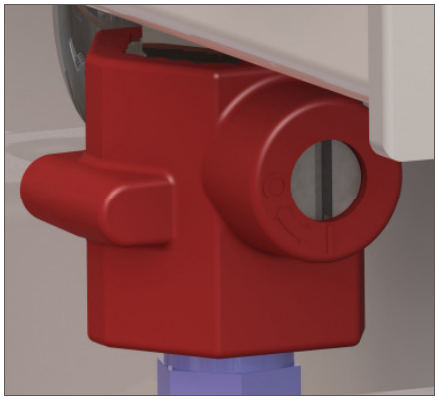

Figure 8.2.2: Ball valve **Open**
4. Open the ball valve with a screwdriver (Figure 8.2.2) and initially drain off any residual water which may be in the device.